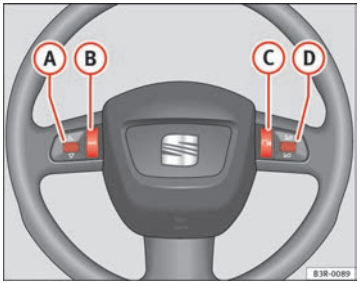

Abb. 64 Bedienelemente am Multifunktionslenkrad
Die einzelnen Funktionen werden durch Drücken und Rollen der Tasten (A) bis (D) am Multifunktionslenkrad bedient ⇒ Abb. 64: